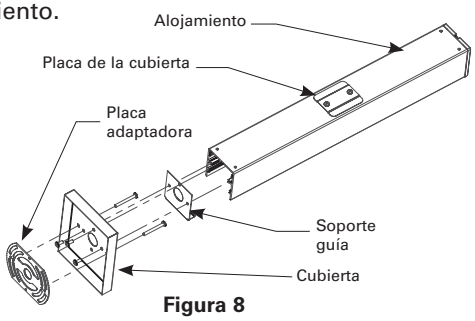

Figura 8
- Para un montaje en extremos, quite el cabezal del extremo deseado y reemplácelo por la cubierta y el soporte guía (Ver la figura 8). Vuelva a colocar la placa de la cubierta sobre el orificio en el centro del alojamiento.